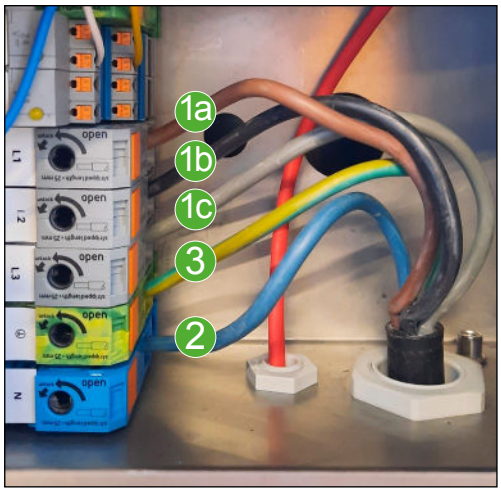

Abb. 33: Anschluss AC-Hauptzuleitung (400 V)
- *Die Hauptzuleitung 400 V muss doppelt isoliert ins Innere der DCW15 geführt werden: siehe* Abb. 33.